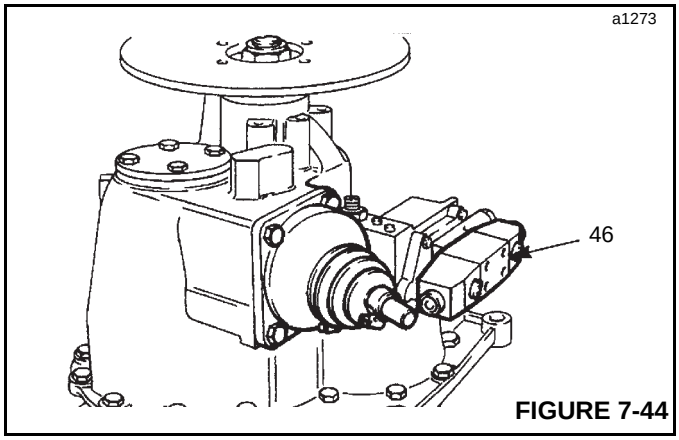

FIGURE 7-44
46. Install new O-rings around ports on mating face of solenoid valve (46, Figure 7-44). Mount the solenoid valve onto the pressure maintenance valve, ensuring that port “P” aligns with metering orifice in the pressure maintenance valve body. Apply Loctite 243 to capscrews and tighten to a torque of 5 Nm (3.7 lb-ft).